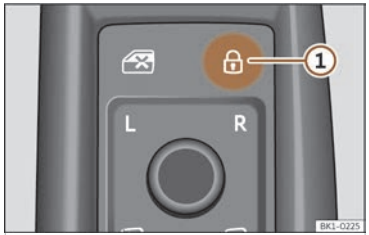

Fig. 74 On the driver's door: central locking button.
- Lock: press the button ››› **Fig. 74**.
- Unlock: Press the button ››› **Fig. 74** again.